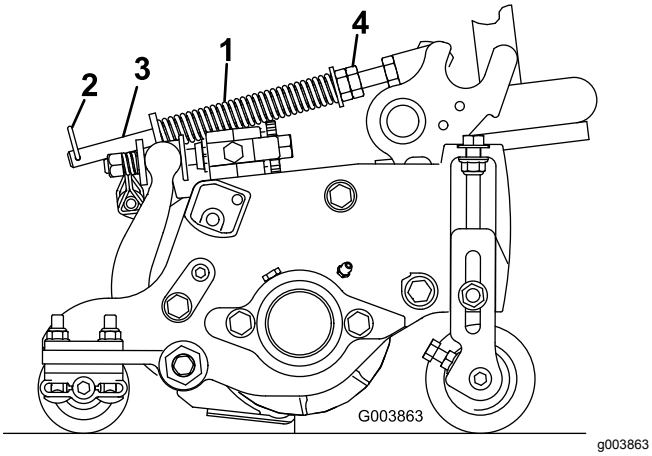

Figur 18
Gräsutjämningsfjädern (Figur 18) överför vikt från den främre till den bakre valsen. Detta hjälper till att minska förekomsten av det vågformade mönster i gräsmattan som kallas för ”ondulering” eller ”bobbing”.
1. Se till att hårnålssprinten sitter i det bakre hålet på fjäderstången (Figur 18).
2. Dra åt sexkantsmuttrarna på fjäderstångens främre ände till dess att fjäderns komprimerade längd är 12,7 cm på 5 tums-klippenheter, eller 15,9 cm på 7 tums-klippenheter (Figur 18).